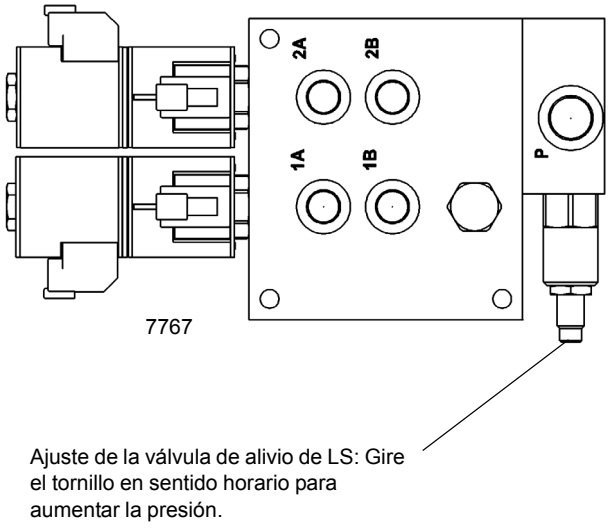

FIGURA 2-11
2. Accione la válvula de control de sentido del contrapeso elevando o bajando completamente los cilindros del contrapeso. Ajuste la válvula de alivio con detección de carga (en sentido horario para aumentar la presión) de la válvula de control de sentido del contrapeso a 121 ± 4 bar (1750 ± 50 psi). Vea la Figura 2-11.